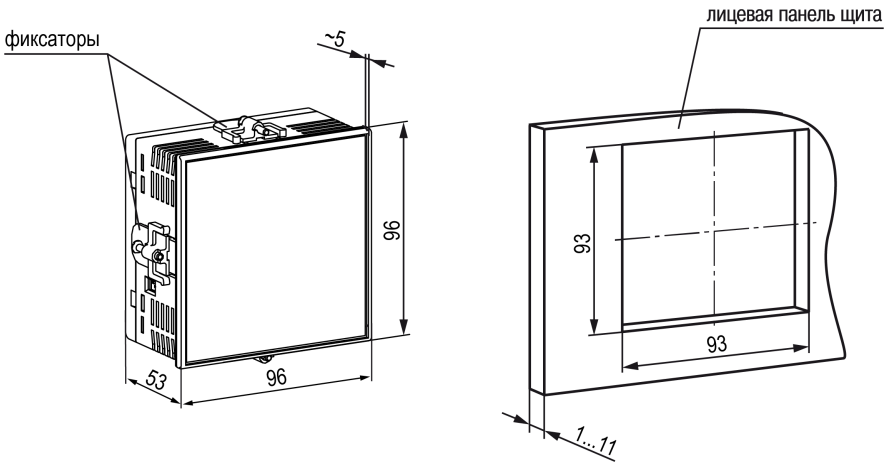

Рисунок 4.2 – Габаритные размеры корпуса Щ1 и монтажного отверстия в щите
1. Подготовить в щите управления монтажный вырез для установки прибора (см. рисунок 4.2).